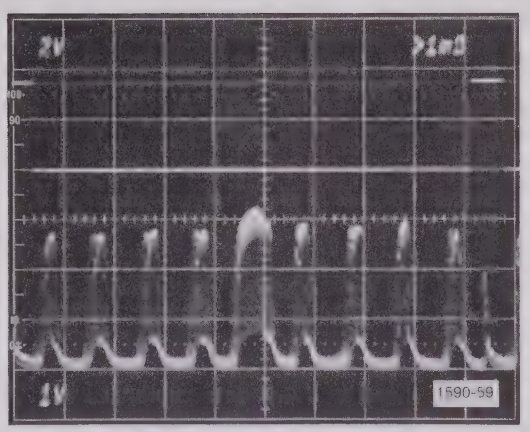

Fig. 6-14. Signal standardizer gain steps.
d. Set the Test Oscilloscope delayed sweep to 2 milliseconds/division. Check for nine (9) pulses (INTENSITY may have to be increased slightly). If nine pulses are not visible, roughly adjust R730 on the Vertical Amplifier Board. See Fig. 6-14. Return delayed sweep to 0.2 milliseconds/division.